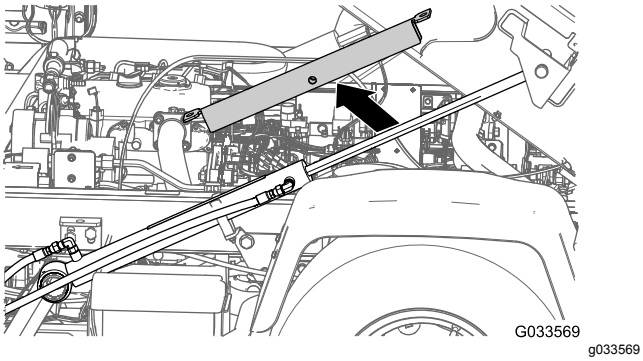
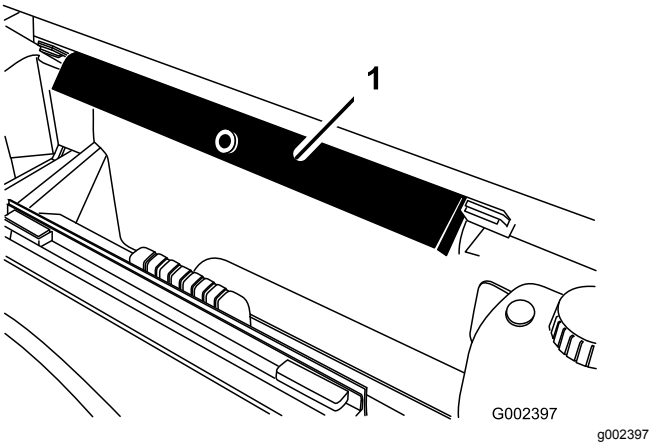

**Figur 34**
**Figur 35**
2. Fjern støttepilaren fra løftesylinderen, og oppbevar pilaren i lagringsbrakettene på baksiden av veltebeskyttelsespanelet (Figur 34 og Figur 35).